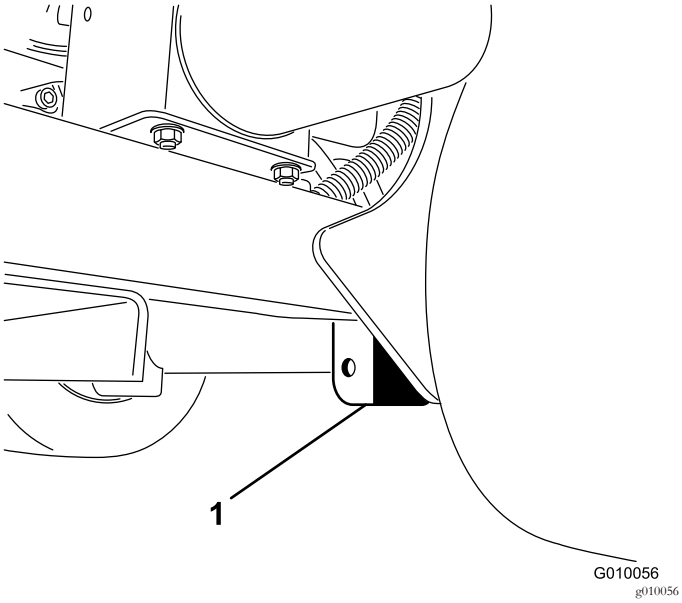

Figur 41
3. Placera domkraften på ett säkert sätt under ramplattan, precis innanför bakhjulet (Figur 41).